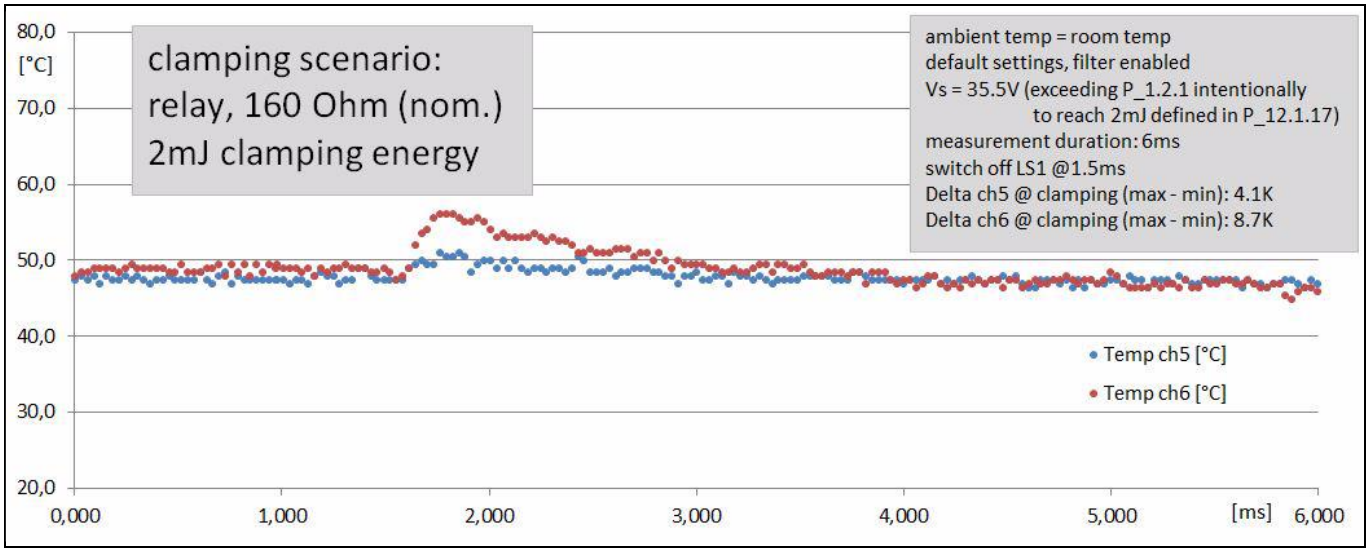

**Figure 2 Low-side clamping, worst case ($V_S$ maximized to reach 2 mJ clamping energy, relay, 160 Ω (nom.))**
- Figure 2: Low-side clamping, worst case ($V_S$ maximized to reach 2 mJ clamping energy, relay, 160 Ω (nom.))
Figure 2 shows the temperature effect of LS1 clamping at worst case conditions. $V_S$ has been selected intentionally that high to reach 2 mJ clamping energy as specified in P_12.1.17. Again, the short temperature increase can be seen in channel 6 instead of channel 5, and it is <9 K.